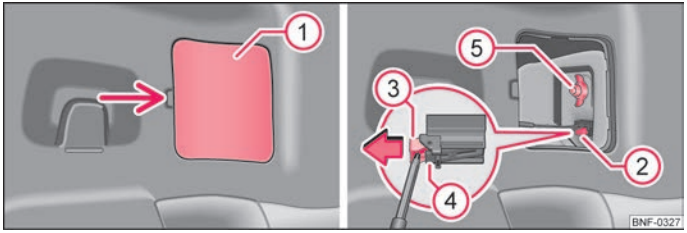

Fig. 123 Removing the tail light assembly
- Prise off the cover ① ⇒ Fig. 123, underneath the lower edge of the lock ③ insert the screwdriver from the tool and pull the lock at the connector ② in the direction of the arrow.
- Press the latch ④ and remove the connector ②.
- Hold tight the rear light with one hand and unscrew the plastic nut with the other hand ⑤.
– Hold the rear light unit tight with one hand, screw on the plastic nut with the other hand and tighten it (5) and tighten ⇒ Fig. 123.
– Insert the connector (2) ⇒ Fig. 123 on the lamp holder and press the latch towards the rear light.
– Fold back the cover (1) ⇒ Fig. 123, install the luggage compartment cover and close the boot lid.